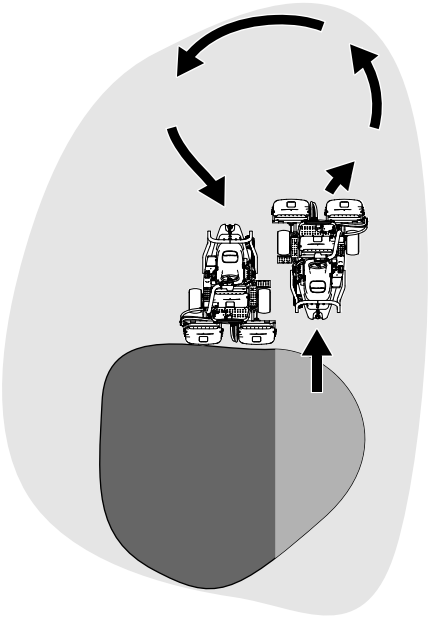

Figuur 30
6. U kunt de werktijd bekorten en de machine eenvoudiger voor de volgende maaibaan opstellen door de machine een ogenblik in de tegenovergestelde richting te draaien en daarna in de richting van het ongemaaide deel. Met zo'n druppelvormige bocht (Figuur 30) kunt u de machine snel in positie brengen voor uw volgende maaibaan.